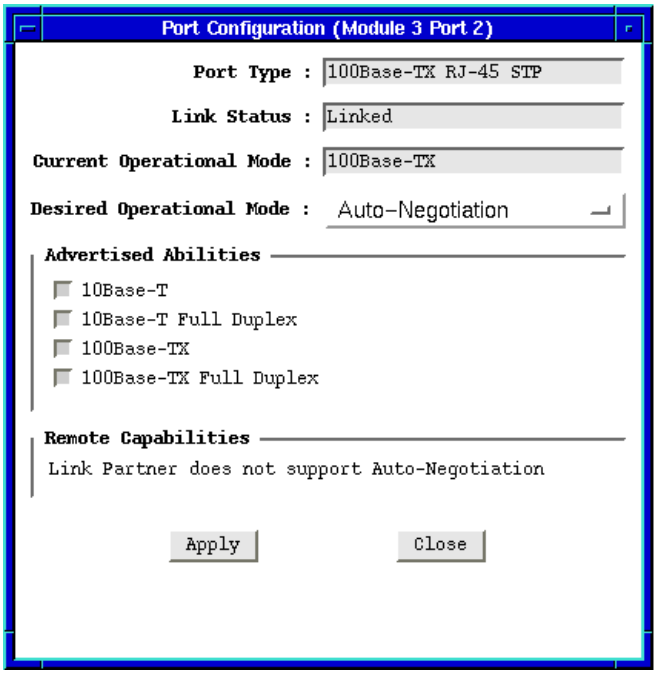

Figure 2-17. Fast Ethernet Configuration
3. Drag down to **Configuration**, and release**.** The Fast Ethernet Port Configuration window, Figure 2-17, will appear.